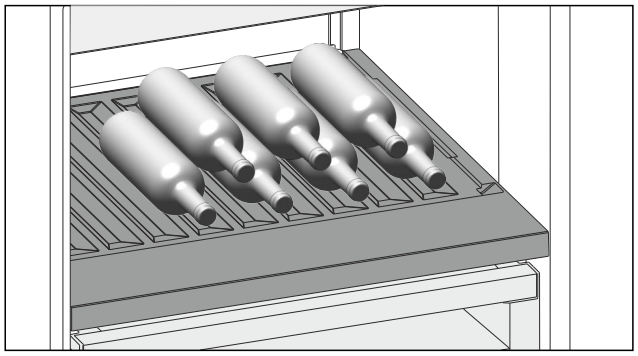

Fig. 221 Voorbeeldweergave
- ▶ Flessen met de bodem naar achteren tegen de achterwand plaatsen. (zie Fig. 221)